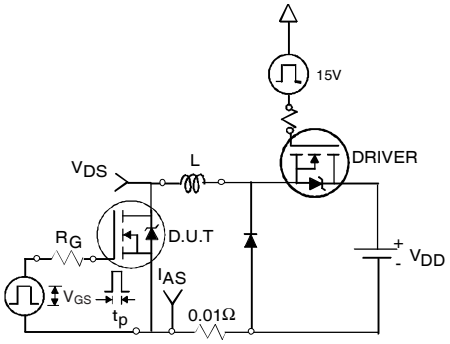

Fig 12a. Unclamped Inductive Test Circuit
③ $I_{SD} \leq$ 85A, di/dt $\leq$ 310A/μs, $V_{DD} \leq V_{(BR)DSS}$, $T_J \leq$ 175°C
④ Pulse width $\leq$ 400μs; duty cycle $\leq$ 2%.
⑤ C_{oss} eff. is a fixed capacitance that gives the same charging time as C_{oss} while V_{DS} is rising from 0 to 80% V_{DSS} .
⑥ Calculated continuous current based on maximum allowable junction temperature. Package limitation current is 75A.
⑦ Limited by T_{Jmax} , see Fig.12a, 12b, 15, 16 for typical repetitive avalanche performance.
3. Equation below based on circuit and waveforms shown in Figures 12a, 12b.